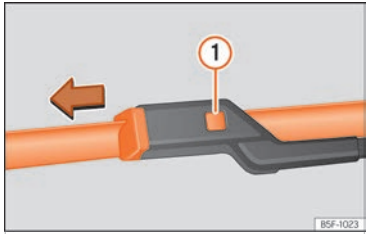

Fig. 191 Changing the windscreen wiper blades
- Press and hold release button ››› Fig. 191 ① and pull gently on the wiper blade in the direction of the arrow.